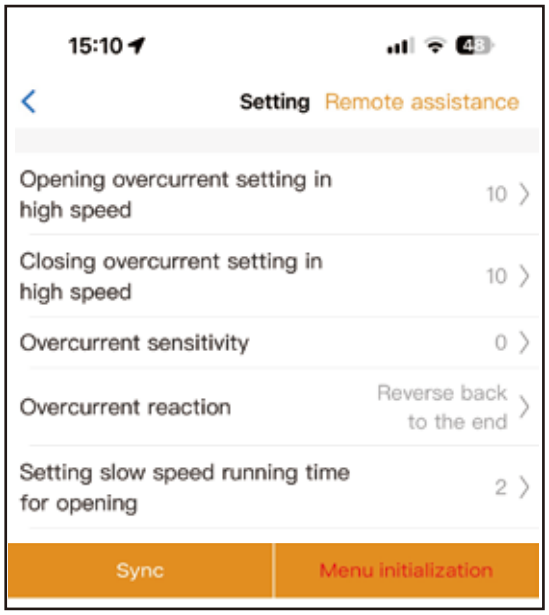

Fig 12
Paso 2. Establezca los parámetros en la APP. (Fig 12)